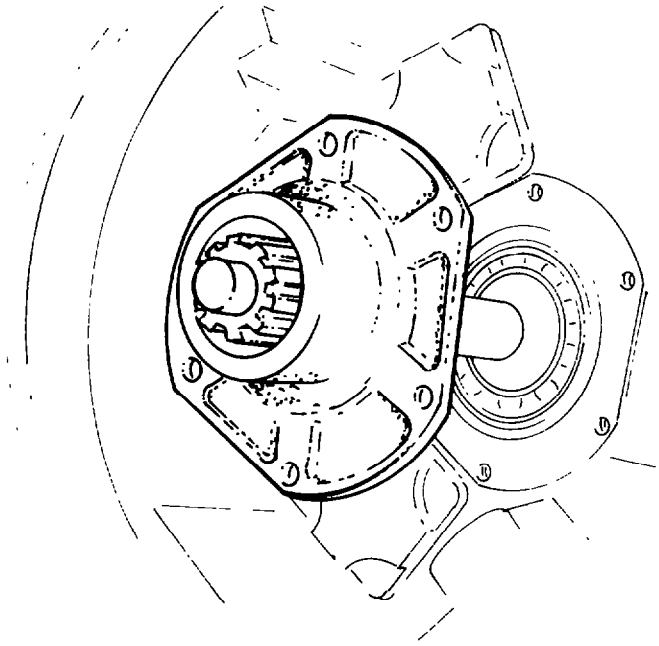

Fig. 173 — Removing Main Driving Pinion Bearing Cover
k. Remove the retaining bolts from the main driving pinion bearing cover and remove the cover (see fig. 173).